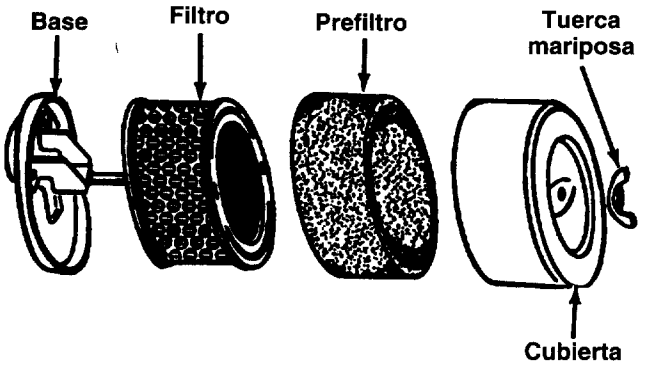

FIGURA 16.
- Saque la tuerca mariposa y la cubierta. Vea la figura 16.